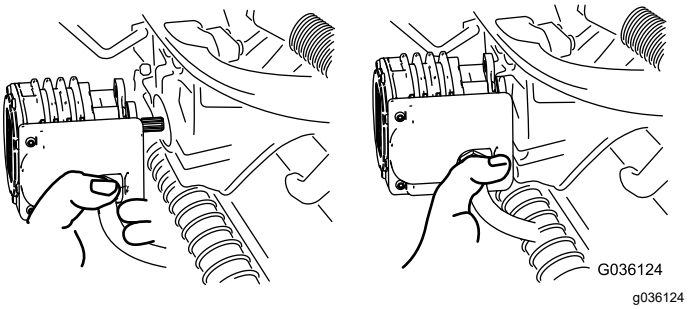

Figur 72
5. Flytta motorn till förvaringsutrymmet framför upphängningsarmen (Figur 72).